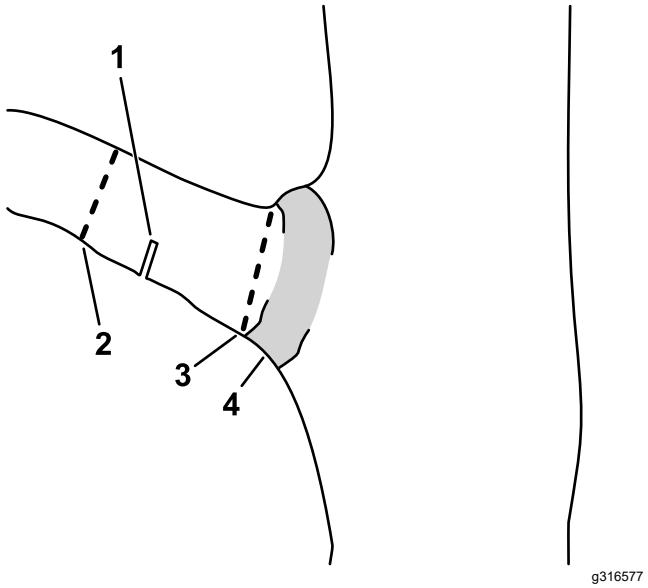

Figur 13
C. Beskjær grenstubben nær trestammen (Figur 13).